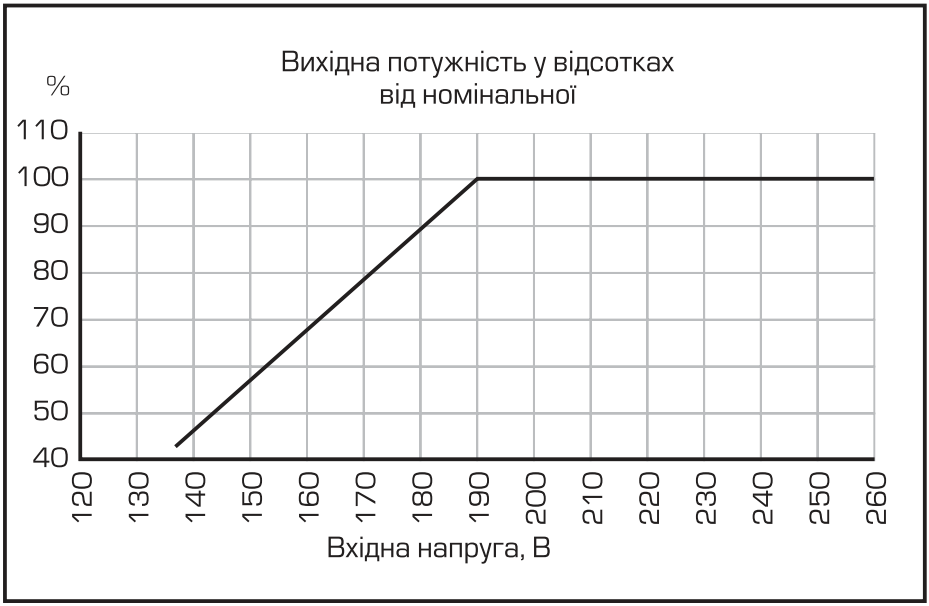

рис.1
* Розрахунок потужності виконано для роботи стабілізатора при вхідній напрузі від 190 В. Якщо напруга нижче 190 В, необхідно врахувати поправку згідно рис.1.